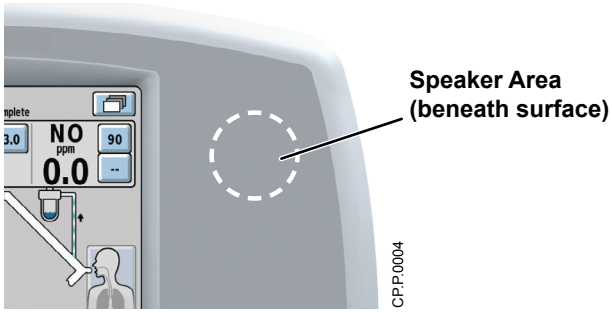

Figure 1-20 Top-right area of the DS_{IR}
- Make sure that the INOmax DS_{IR} Plus screen is unobstructed and that the speaker area is not covered (see Figure 1-20).